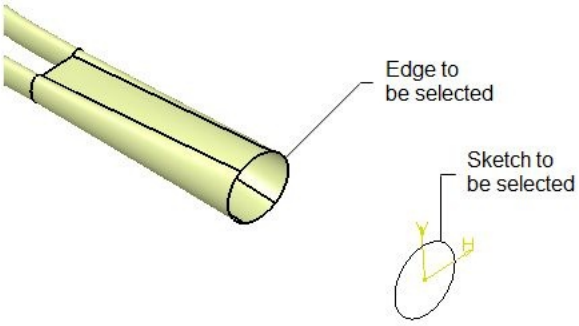

Figure 10-86 *The edge and the sketch to be selected for creating the blended surface*
5. Select the elliptical edge, as shown in Figure 10-86.
6. Next, select the sketch of the blended section from the geometry area, refer to Figure 10-86.